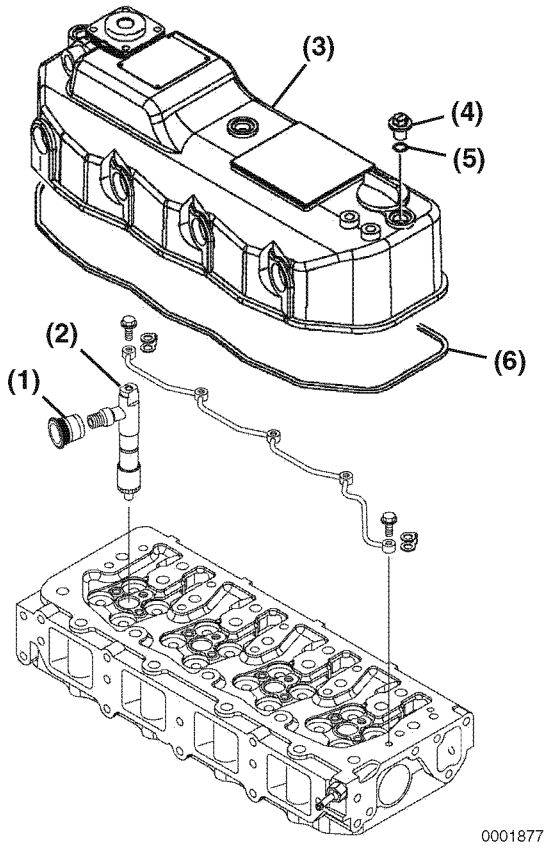

Figure 6-76
1. Lightly grease a new valve cover gasket **(Figure 6-76, (6))**. Place the gasket in the groove of the valve cover **(Figure 6-76, (3))**.
3. Be sure new O-rings **(Figure 6-76, (5))** are installed on the valve cover nuts. Reinstall and tighten the valve cover nuts **(Figure 6-76, (4))**.
4. Reinstall the fuel injector grommets **(Figure 6-76, (1))**.